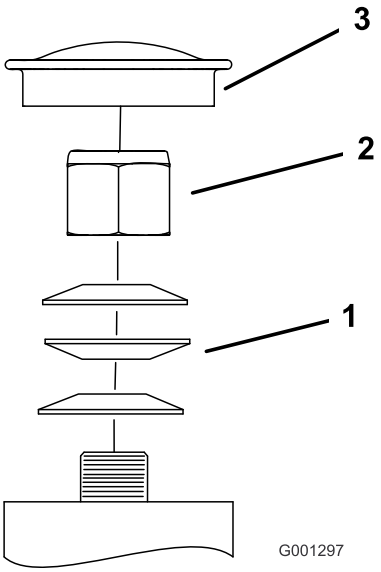

Figur 58
3. Fjern støvhætten fra styrehjulet, og spænd låsemøtrikken (Figur 58).
4. Spænd låsemøtrikken, indtil fjederskiverne er flade, og skru derefter 1/4 omgang ud for at indstille forspændingen på lejerne korrekt (Figur 58).
Vigtigt: Sørg for, at fjederskiverne monteres korrekt som vist i Figur 58.
5. Monter støvdækslet (Figur 58).